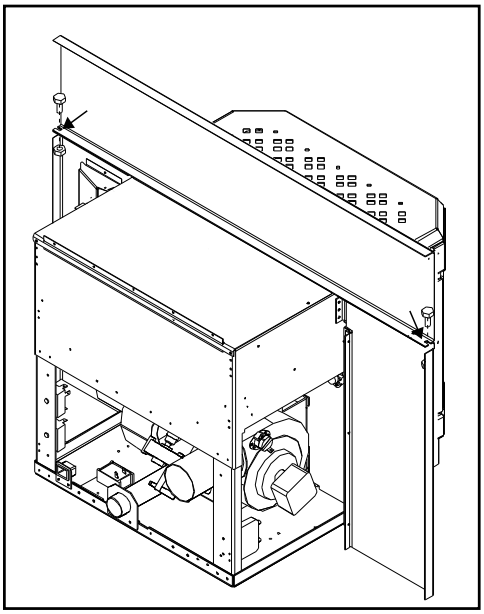

**Figure 36: Assembling the Surround Panel, back view.**
6. Insert each side panel anchor bolt through the top panel into the corresponding side panel holes and tighten using a $^{7}/_{16}$" wench or socket (refer to Figure 36).